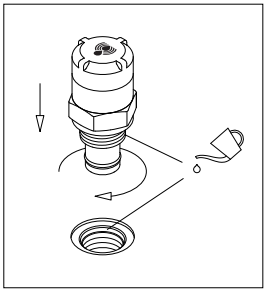

fig. 7
- (Fig. 7) Lubrificare con il fluido di lavoro il filetto e l'O-ring del corpo indicatore, quindi avvitare il corpo indicatore facendo riferimento alla tabella delle coppie di serraggio al paragrafo 3